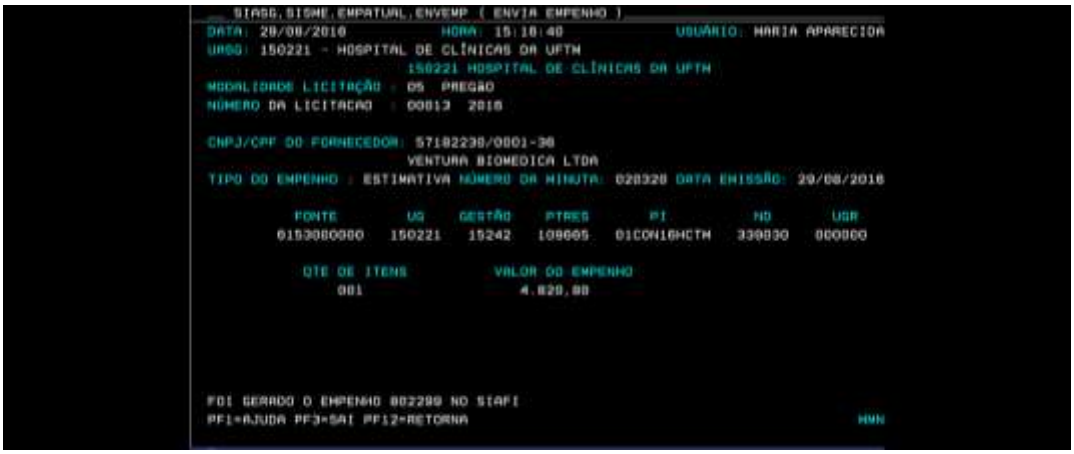

Figura 29: Empenho Confirmado e Gerado
- Ao confirmar a operação, o empenho será gerado em conformidade com as informações que foram inseridas (Figura 29).